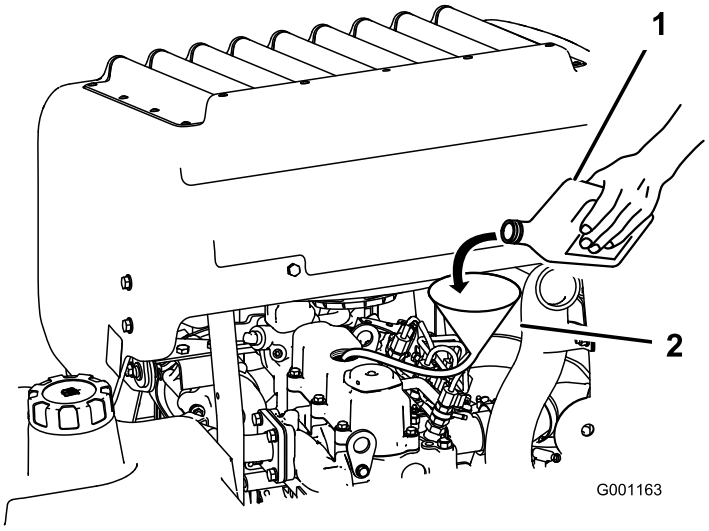

Figur 34
3. Der kan hældes olie på motoren ved hjælp af en slange og en tragt (Figur 34).